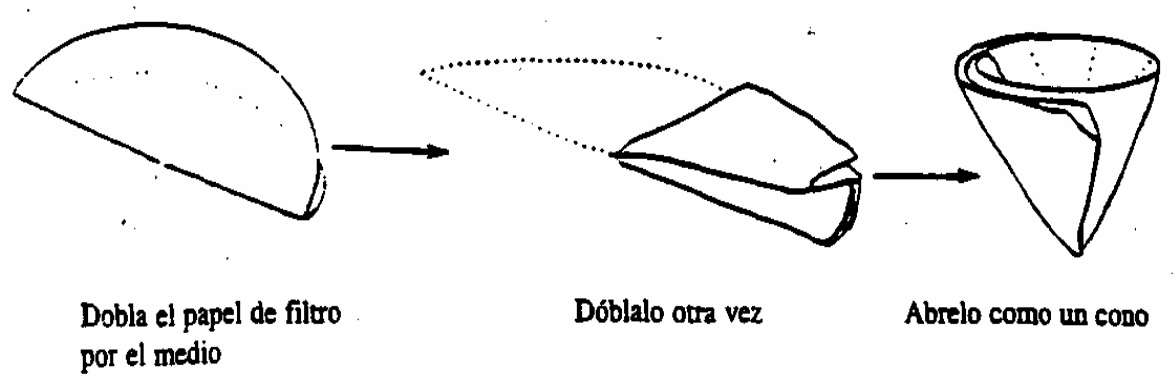

Figura 1
2. Coge un papel de filtro y dóblalo, siguiendo las indicaciones de la Figura 1 y colócalo en un embudo.